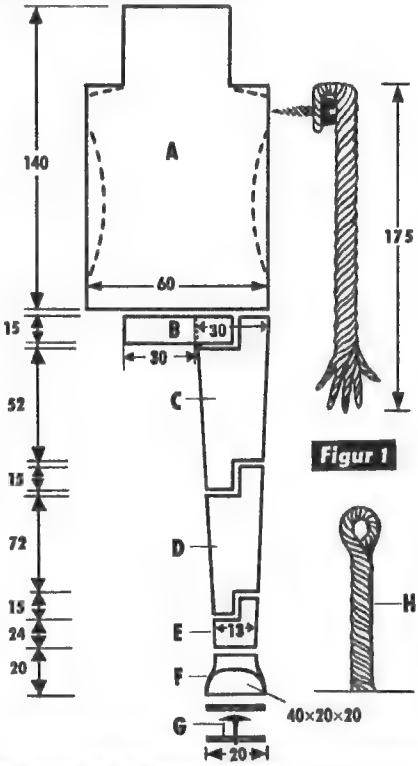

Figur 1
Das Herstellen so einer Holzpuppe ist, wenn man das Rezept einmal kennt, eine relativ einfache Angelegenheit. Es gilt vor allem, die einwandfreie Funktion der Arm- und Beingelenke anzustreben. Figur 1 zeigt die Maße und den konstruktiven Aufbau der Puppe. Für den Körper (A) benötigt man ein 140 mm langes Rundholz (60 mm ⌀), bei dem das obere Drittel mit einer Laubsäge eingesägt und abgenommen wird, bis der Puppenkopf genau darauf paßt. Auch die Oberschenkel (C) und die Waden (D) sind aus Rundhölzern